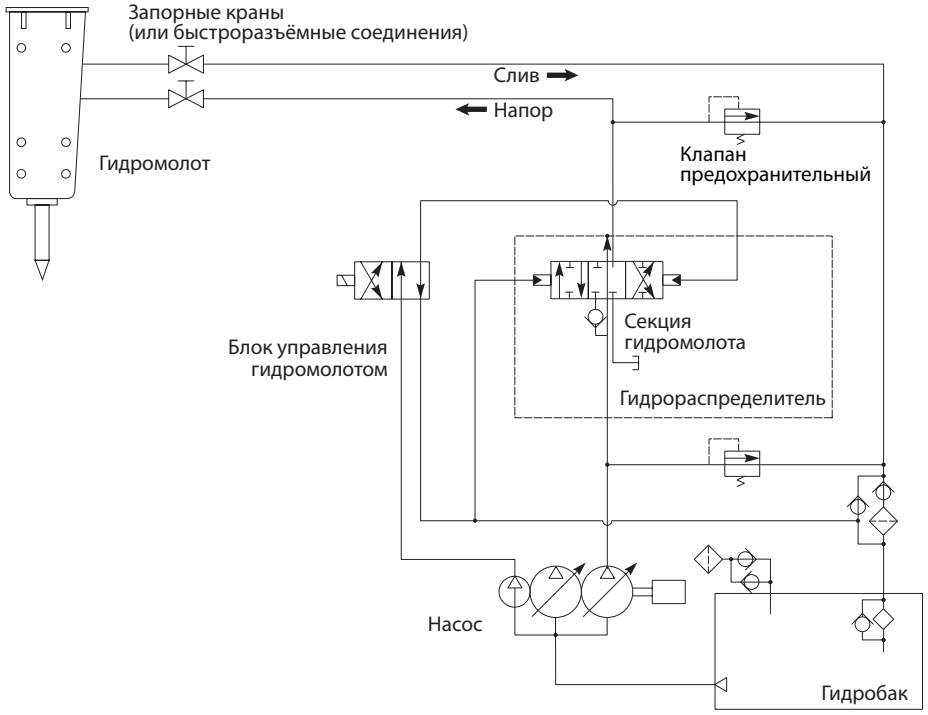

рис.5-1
- Если гидросхема отлична от рис.5-1, проконсультируйтесь с нами или изготовителем базовой машины.